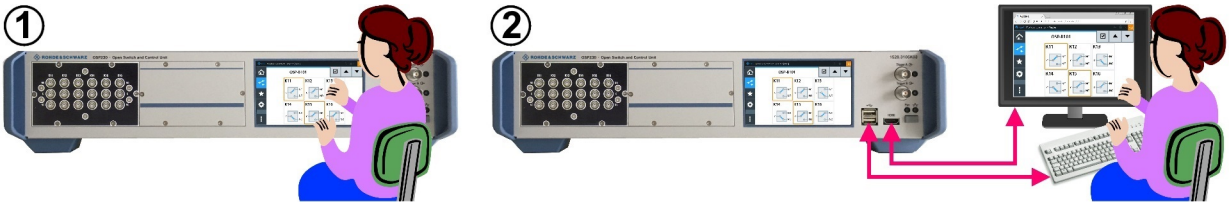
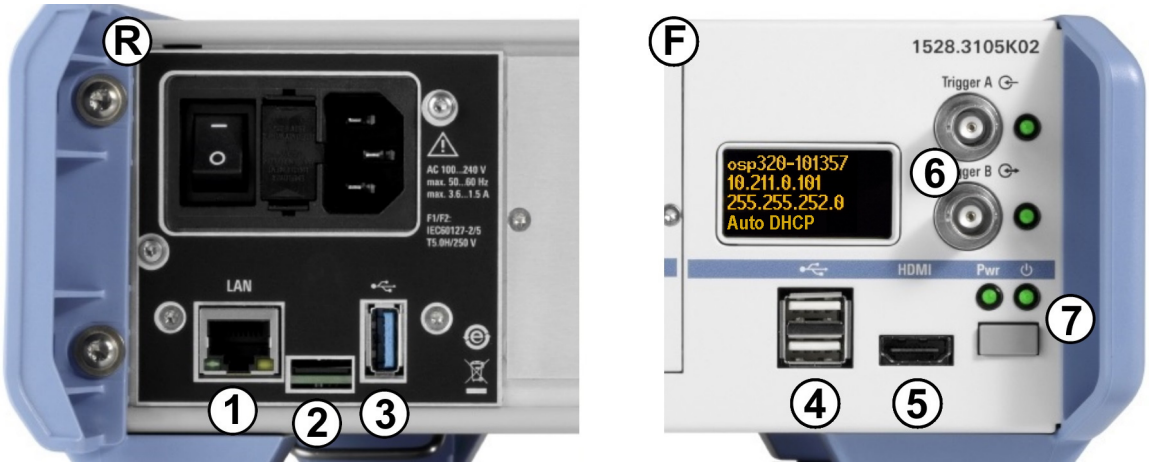

Figure 6-1: Operation by integrated touchscreen (1) or by external USB / HDMI devices (2)
Figure 6-4: Connectors and functional elements on the switch unit's rear and front panel
Instead of using the on-screen keyboard, you can enter data with a connected external keyboard (Figure 6-1) or via the user interface in a browser (Figure 6-2).
R Int = Rear interfaces, see Figure 6-4
R Int = Rear interfaces, see Figure 6-4, with an additional D-Sub 9 trigger connector
Alternatively, with any of the R&S OSP models, you can control your switch unit via an external mouse and keyboard, connected to the USB interfaces (see 4 in Figure 6-4). Optionally (especially without integrated touchscreen), you can connect an external monitor to the switch unit's HDMI interface (see 5).
For connecting external devices, see Figure 6-4.
- As on the right-hand side in Figure 6-1, connect an external monitor to the HDMI connector on the unit's front panel (labeled 5 in Figure 6-4). Also connect a mouse and keyboard to the USB connectors, labeled (4).
- Connect the switch unit to a local area network (LAN) by the RJ45 connector on the unit's rear panel. The connector is labeled (1) in Figure 6-4. Read the unit's IP address from the status display and proceed as described in Chapter 6.1.2, "Manual remote operation", on page 37, or Chapter 6.1.3, "Remote operation by SCPI commands", on page 37.